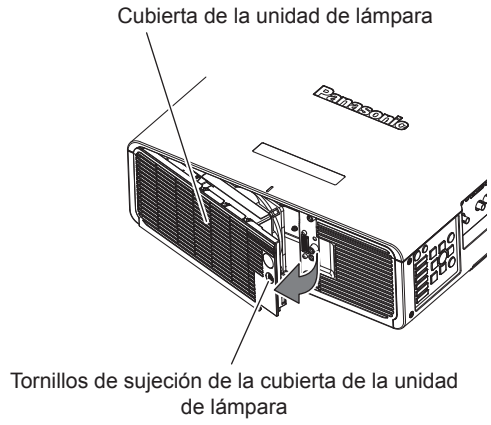

Figura 1
**2) Quite la cubierta de la unidad de lámpara. (Figura 1)**